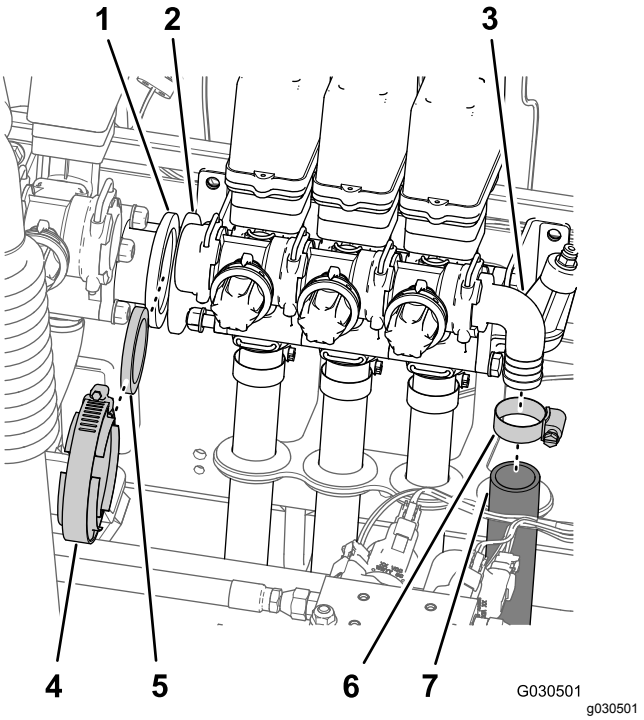

Figur 64
6. Fjern slangeklemmen, der fastgør slangen (1 tomme indvendig diameter) til modhage-knærøret, og fjern slangen fra røret (Figur 64).
7. Fjern flangeklemmen og pakningen, der fastgør flangeadapteren på omrøringsventilen, og flangeadapteren på den venstre bomsektionsventil (Figur 64).